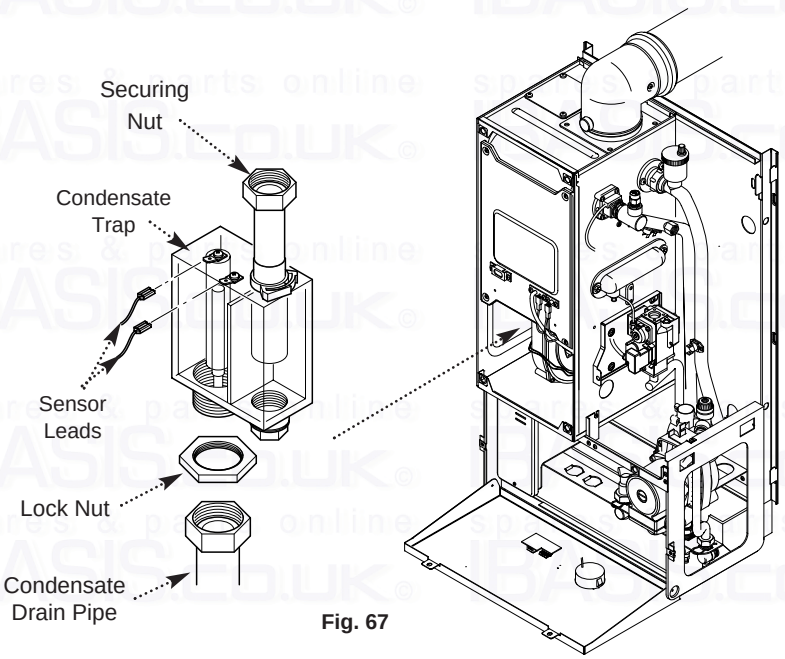

Fig. 67
13.20 Condensate Trap (Fig. 67)